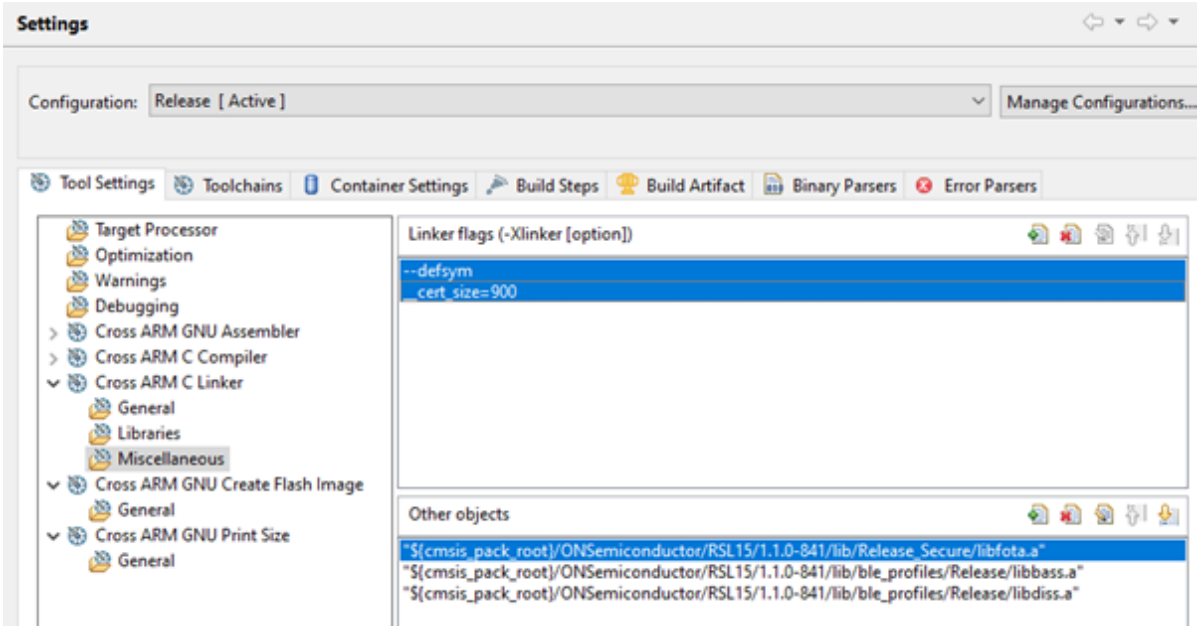

**Figure 21. Updating Secure Configuration**
b. Change the path of *libfota.a* to use the Secure FOTA library `${cmsis_pack_root}/ONSemiconductor/<device>/<version>/lib/Release_Secure/libfota.a` (see the "Updating Secure Configuration" figure (Figure 21)).